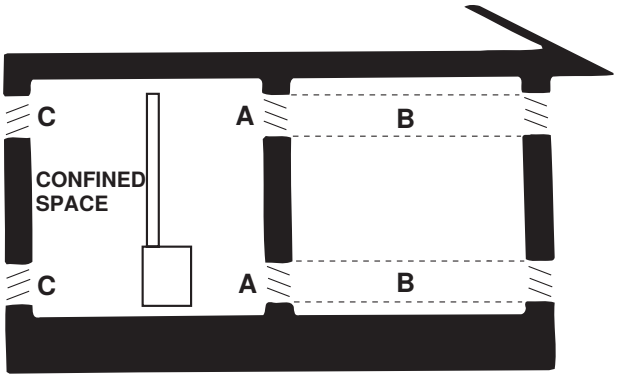

Figure 6. Confined Space Combustion Air Openings (Refer to Table 10)
- Provide openings (depending on the combustion air source) near the floor and ceiling for ventilation and air for combustion, as shown in **Figure 6** and as listed in **Table 10**.
*See **Figure 6**.